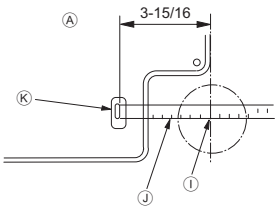

Fig. 3-2
①	Mount board	1	Fix at the back of the unit
②	Tapping screw 4 × 35	12
③	Felt tape	3
④	Band	3
⑤	Block of cushion	1
3.2. Installing the wall mounting fixture (Fig. 3-2)